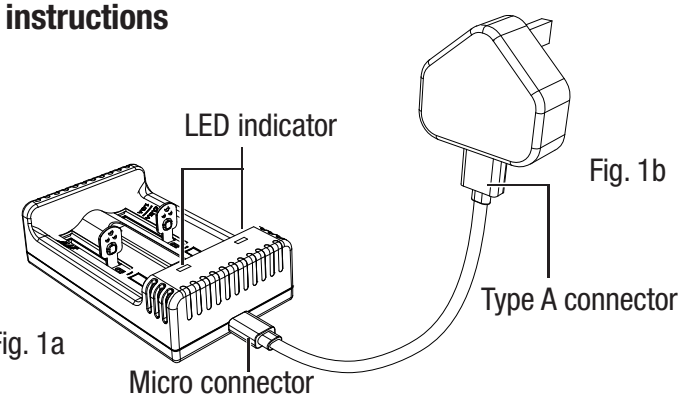

Fig. 2
3. Теперь можно вставить литиево-ионный аккумулятор в зарядное устройство, обращая внимание на его полярность (рис.2).